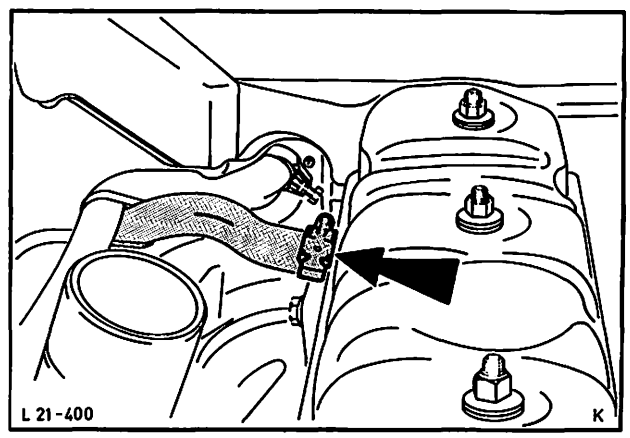

Abb. 30 Heißwasserschläuche – Heizung
29. Heißwasserschläuche – Heizung an Wasserpumpe und Zylinderkopf anbauen, Abb. 30. Schläuche – Ausgleichbehälter an Wasserpumpe befestigen.